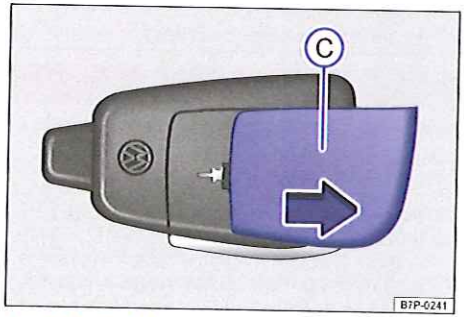

Fig. 217 Chauffage stationnaire : cache de la pile de la radiocommande
- Retirez le cache de pile dans le sens de la flèche → fig. 217 Ⓒ.